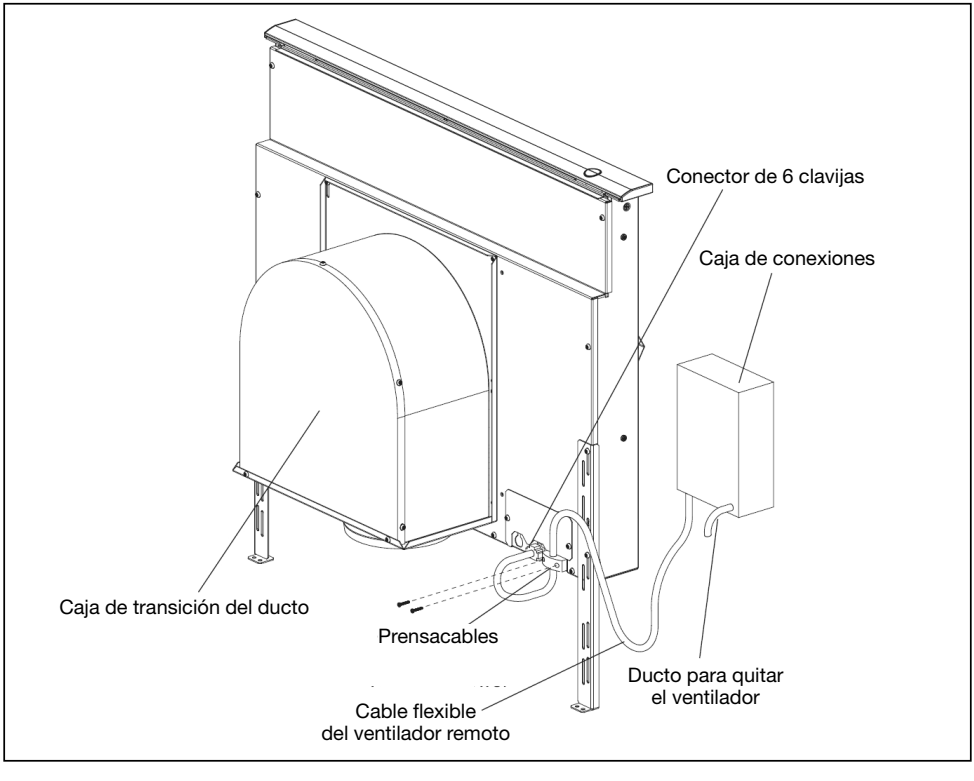

Fig. 10 – Ventilador remoto
- ☐ A. Quitar la tapa de la caja de conexiones y conectar el conducto con 5 cables del ventilador remoto. Conectar los cables según el diagrama de cableado, Fig. 10. Volver a colocar la tapa de la caja de conexiones.